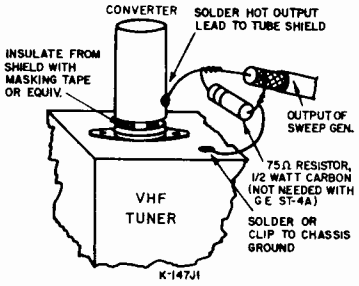

FIGURE 1. I-F SWEEP JIG
3. Connect sweep generator to converter stage using a test jig made up of an ungrounded tube shield terminated to ground as specified by the generator manufacturer. Users of General Electric test equipment need not terminate as the attenuater is terminated - See Figure 1.